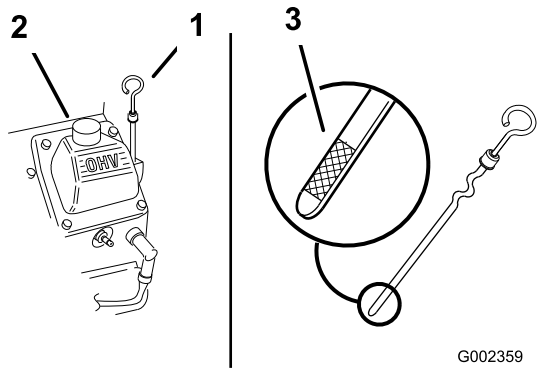

Figur 21
3. Rengør området omkring målepinden (Figur 21), så der ikke trænger snavs ned i påfyldningshullet, hvilket kan beskadige motoren.
4. Skru målepinden af, og tør enden ren (Figur 21).
5. Før målepinden helt ind i påfyldningsrøret, men skru den ikke fast på røret (Figur 21).
6. Hæld langsomt ca. 80 % af den angivne olie i påfyldningsrøret (Figur 21).